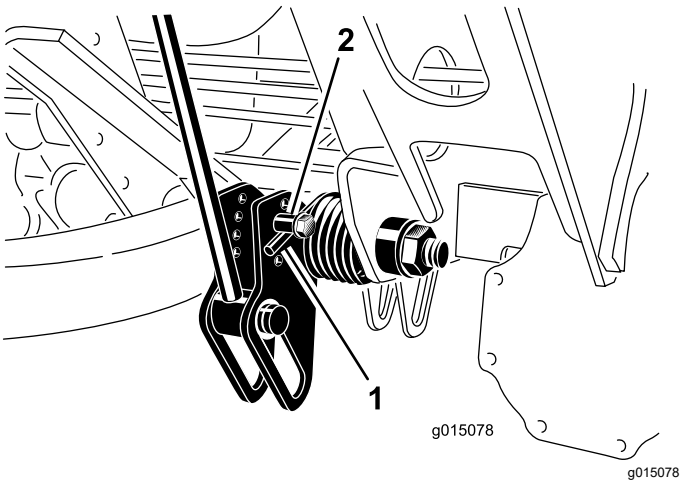

Figura 71
2. Insira um tubo ou objeto semelhante na extremidade longa da mola para aliviar a tensão durante o ajuste (Figura 71).
3. Enquanto alivia a tensão da mola, retire o parafuso e a porca de bloqueio que prendem o atuador de mola ao suporte (Figura 71).